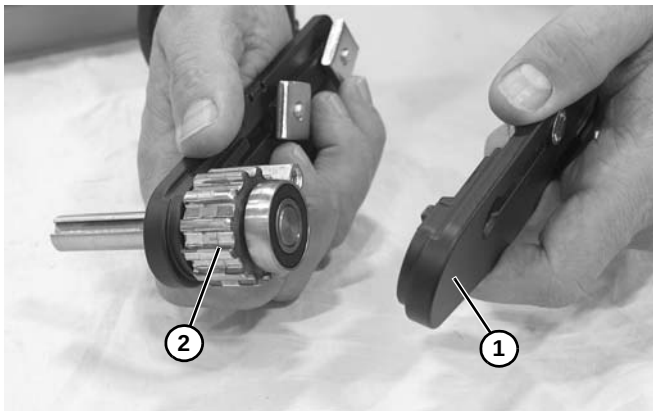

Figure 64
4. Retirer la plaque de tête **(Figure 64, élément 1)** et la broche **(Figure 64, élément 2)**.